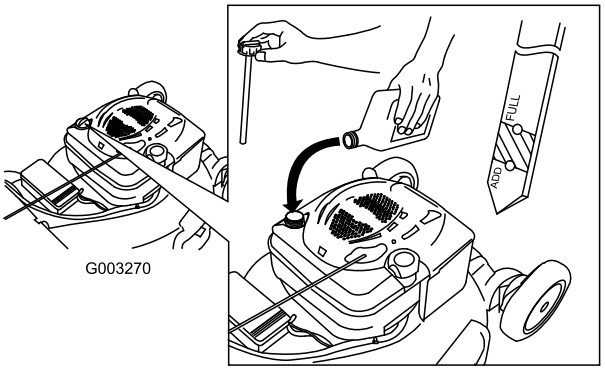

Figuur 11
1. Verwijder de peilstok uit de buis en veeg deze schoon. Schuif daarna de peilstok weer helemaal terug (Figuur 11).
2. Haal de peilstok eruit en controleer het oliepeil (Figuur 11). Als het peil onder de Bijvullen-markering op de peilstok staat, giet dan **langzaam** voldoende olie in de vulbuis totdat het peil de Vol-markering op de peilstok bereikt. **Niet te vol vullen.** (Maximale vulhoeveelheid: 0,59 l, type: SAE 30W reinigingsolie, met onderhoudsclassificatie SF, SG, SH, SJ, SL van het American Petroleum Institute (API) of hoger).